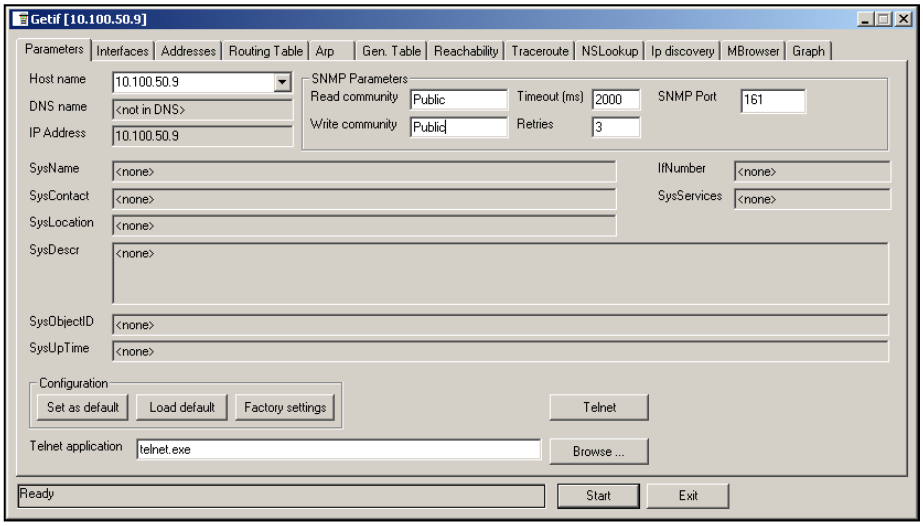

Figure 7-16: GetIF Application Parameters Tab
3. Select the unit IP address and community strings in the relevant text boxes on the Parameters tab (see **Figure 7-16**) and then click the Start button.